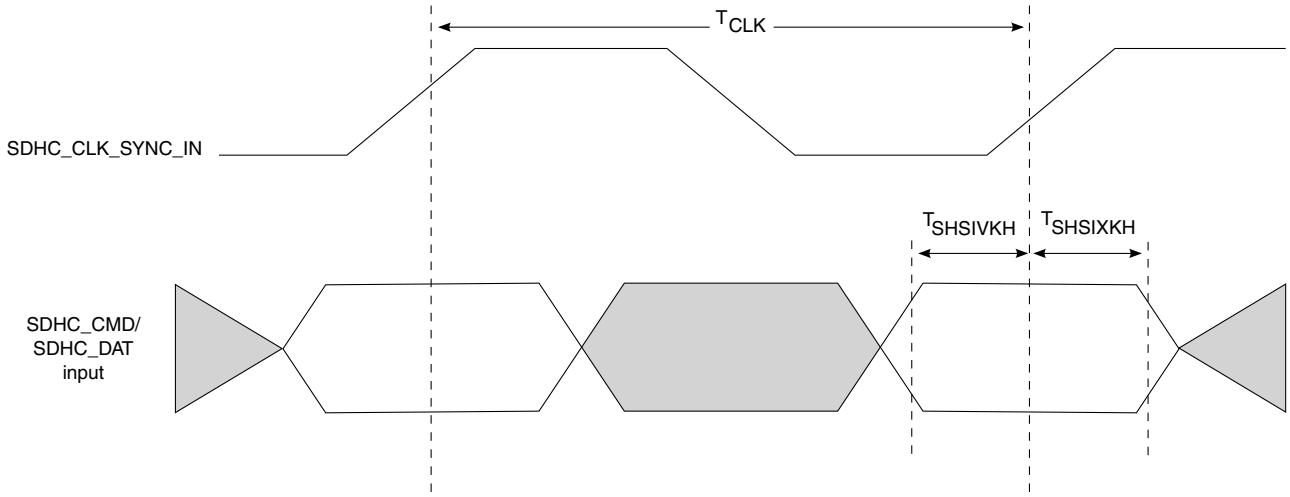
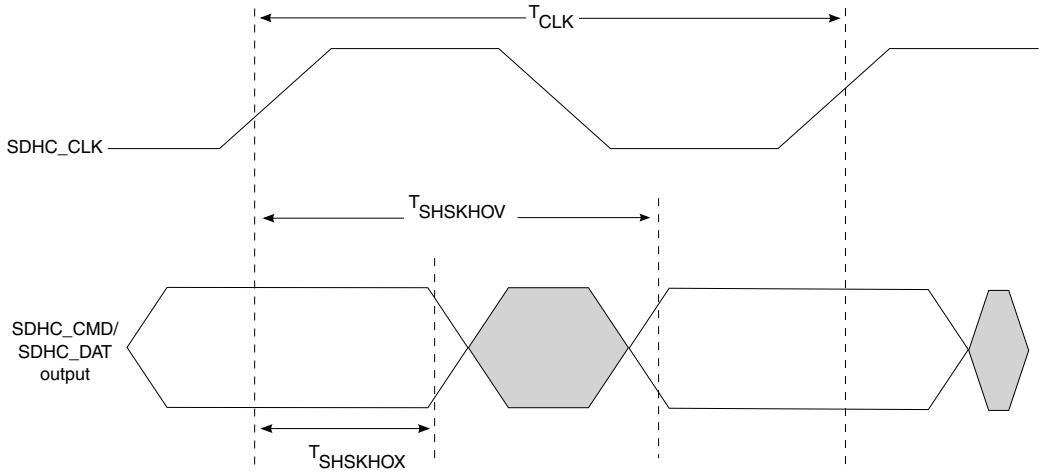

Figure 17. eSDHC SDR50 mode input AC timing diagram
Figure 18. eSDHC SDR50 mode output timing diagram
1. C_{CARD} ≤ 10 pF, (1 card), and CL = C_{BUS} + C_{HOST} + C_{CARD} ≤ 30 pF. 2. The symbols used for timing specifications herein follow the pattern of $t_{\text{(first two letters of functional block)(signal)(state) (reference)(state)}}$ for inputs and $t_{\text{(first two letters of functional block)(reference)(state)(signal)(state)}}$ for outputs. For example, t_{SHKHOX} symbolizes eSDHC highspeed mode device timing (SH) clock reference (K) going to the high (H) state, with respect to the output (O) reaching the invalid state (X) or output hold time. Note that in general, the clock reference symbol is based on five letters representing the clock of a particular functional. For rise and fall times, the latter convention is used with the appropriate letter: R (R for rise) or F (F for fall). 3. See Figure 17. on page 89. 4. See Figure 18. on page 90. 5. The AC timing specifications are based on the recommended operating conditions with EVDD /OVDD =1.8V, see Recommended Operating Conditions